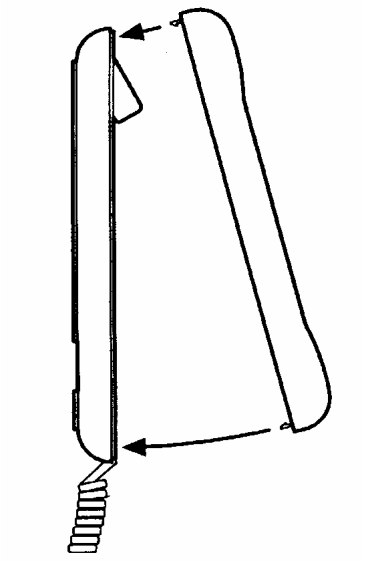

rys. 4
6) Połączyć ponownie obie części obudowy (**rys.4**).